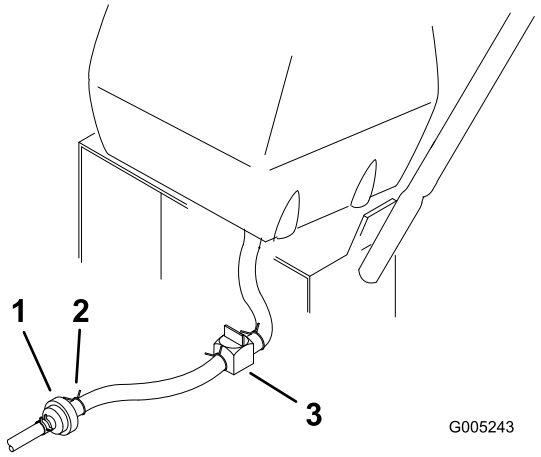

**Figure 34**
2. Fermez le robinet d'arrivée de carburant sur le réservoir (Figure 34).
3. Pincez les extrémités du collier de fixation et poussez le collier en haut de la conduite d'alimentation, à l'opposé du filtre à carburant (Figure 34).
4. Débranchez la conduite d'alimentation du filtre à carburant (Figure 34). Ouvrez le robinet d'arrivée de carburant et laissez l'essence s'écouler dans un bidon ou un bac de vidange.
3. Fermez le robinet d'arrivée de carburant sur le réservoir (Figure 34).
7. Ouvrez le robinet d'arrivée de carburant sur le réservoir (Figure 34).